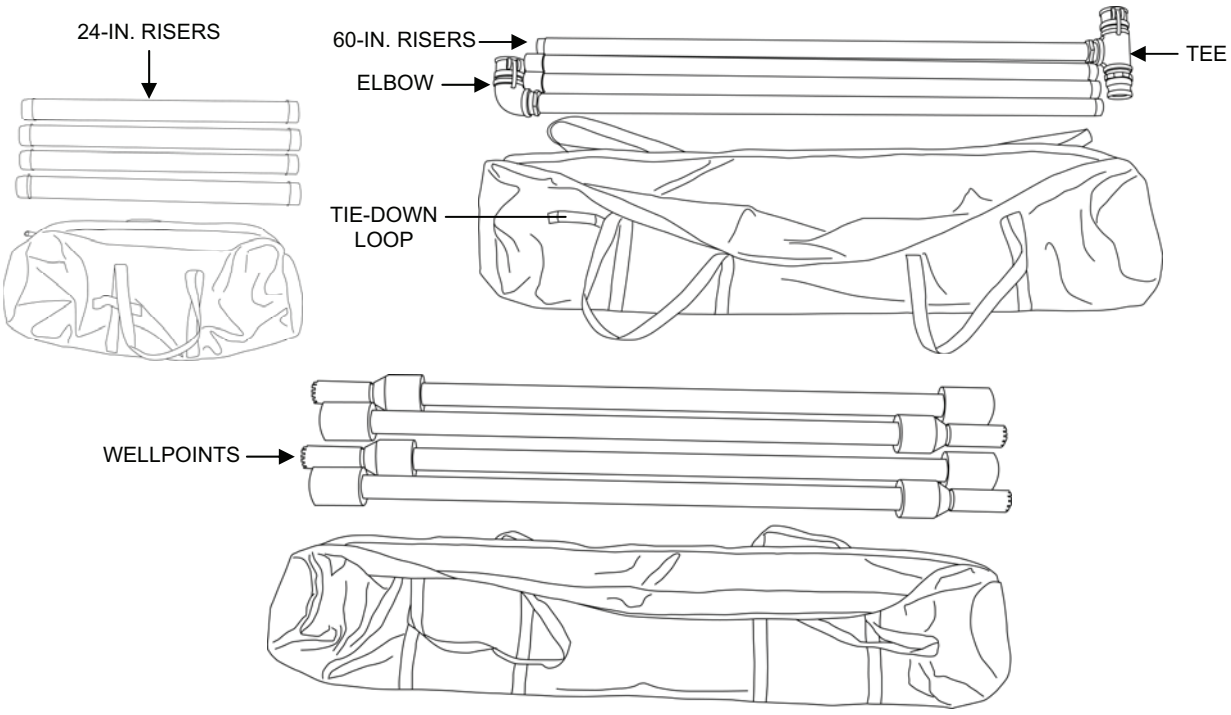

Figure 7. OISS Riser and Wellpoint Packout Into Bags.
6. Pack the riser pipes and wellpoints in bags as follows (Figure 7):